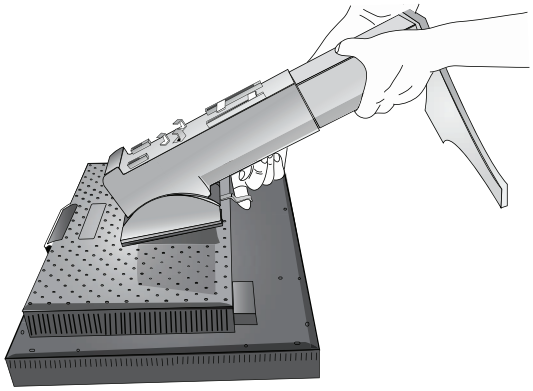

**Figure S.3**
5. Lift up the bottom of the stand to unhook it from the monitor (**Figure S.3**). The monitor can now be mounted using and alternate method. Reverse process to reattach stand.